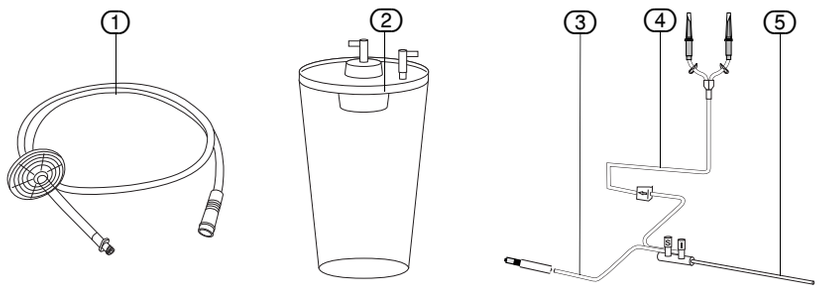
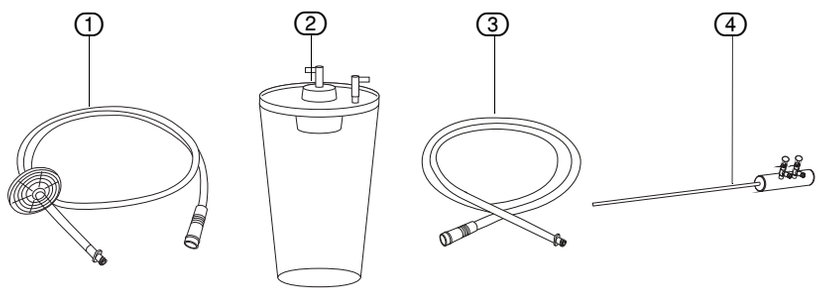

Fig. 5-14 Suction system with suction-/ Irrigation instrument
Fig. 5-15 Suction system with standard instrument
1. Remove the irrigation tube ④ from the instrument ⑤ (see Fig. 5-14 "Suction system with suction-/Irrigation instrument" or Fig. 5-15 "Suction system with standard instrument").
2. Remove the suction container ③ from the irrigation tube ④.
3. Remove the vacuum tube ① from the suction container ③.
4. Remove the hygiene filter from the vacuum tube ①.